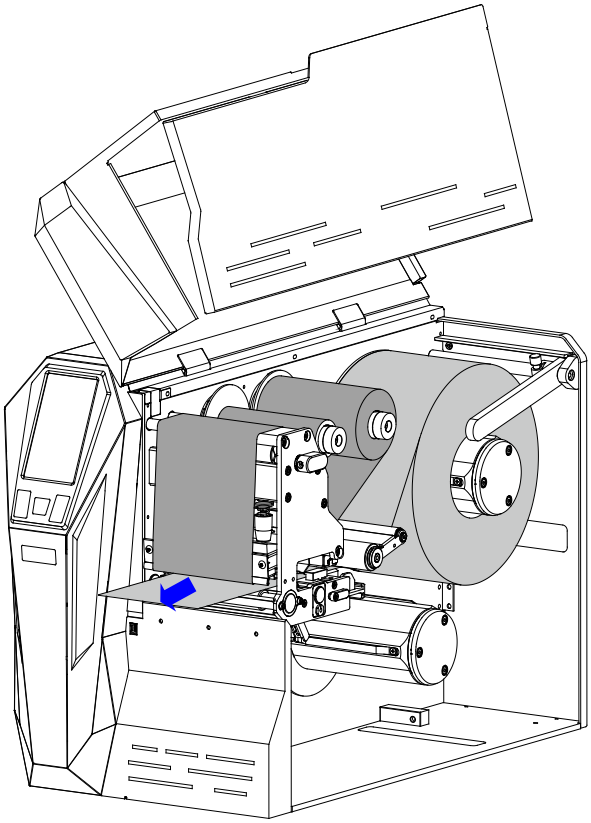

Figure 2-20 Thread the Media
4. Thread the media along the Media Path as shown in Figure 2-4, loaded media is shown in Figure 2-20.